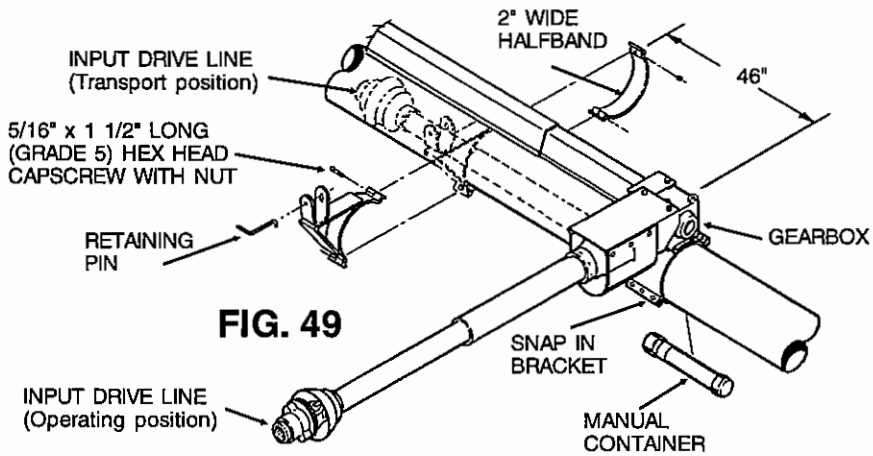

FIG. 49
Step 4. Place the PTO driveline support 46" up the auger housing from center of gearbox and attach in place using a halfband and two 5/16" x 1 1/2" long (grade 5) hex head capscrews and nuts. Be sure support is not installed where it is covering a safety sign. Position PTO driveline support to the auger so that PTO driveline is parallel with the drive shaft cover. See Fig. 49 on page 38.
Step 5. Install retaining pin by slipping the short bent end of pin through hole in PTO driveline support and through slot of other side. Allow long end of pin to rotate down. This will secure pin in place. Set PTO driveline into the support to be sure support is installed properly. See Fig. 49 on page 38.
Direct PTO Drive - The snap-in bracket is welded to the bottom halfband used to fasten the gearbox mount to the auger housing. See Fig. 49 on page 38.